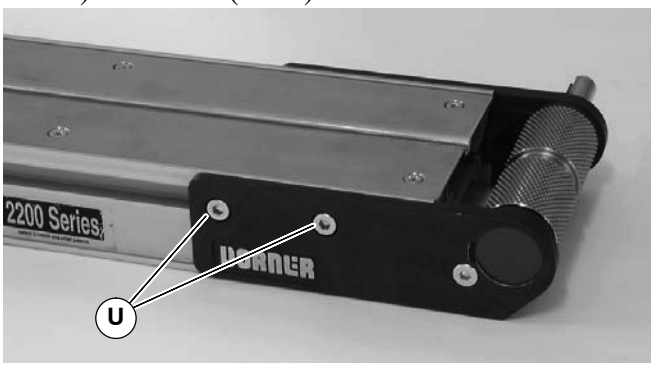

Figure 44
4. Install pulley assembly on conveyor. On both sides of conveyor tighten fastening screws (U of Figure 44) to 60 in-lb (7 Nm).